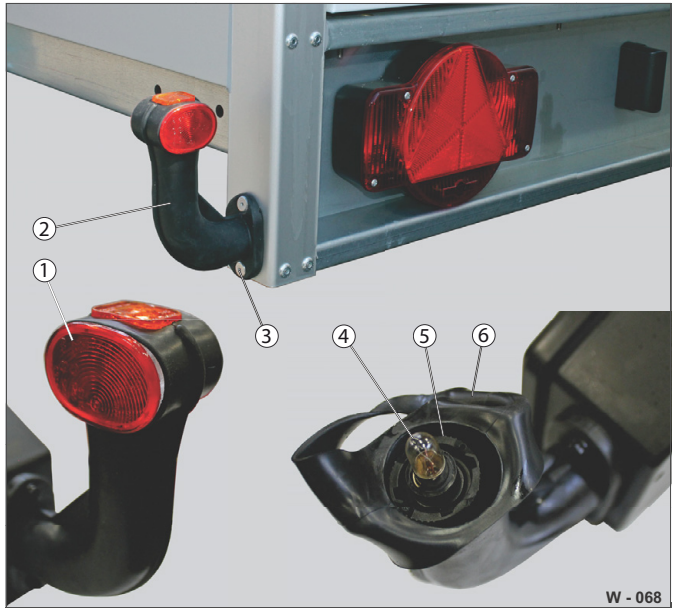

Abb. 70 Doplňkové obrysové světlo / nástavec na zadní části
- ▶ Postříkejte pryžový chránič (Abb. 70/6) silikonovým sprejem – usnadňuje to sklápění a vyklápění.
- ▶ Pomocí nářadí stáhněte pryžový chránič ze svítidla (Abb. 70/1).
- ▶ Vyšroubujte žárovku (Abb. 70/4) ze šroubového spoje (Abb. 70/5) a vyměňte ji.